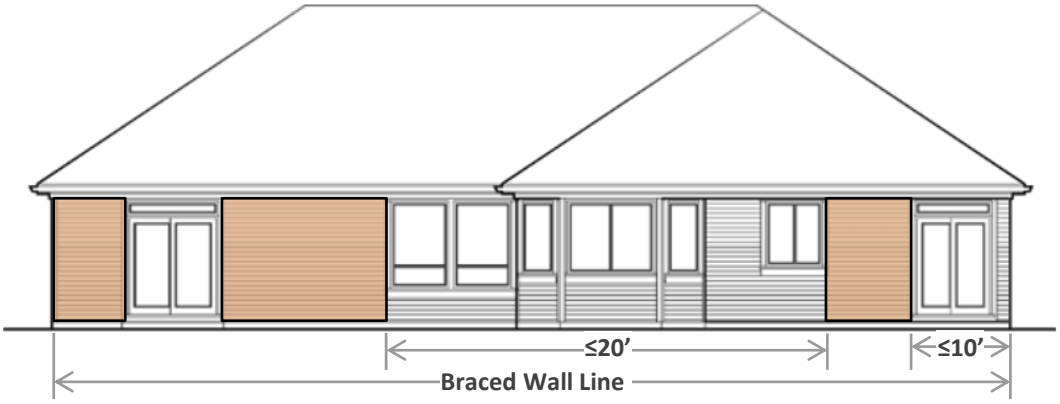

FIGURE 5: BRACED WALL PANELS ON BRACED WALL LINES
1. **Location:** Braced wall panels must begin at or within 10 feet of each end of a braced wall line. See FIGURE 5.
2. **Spacing:** The distance between adjacent braced wall panels cannot exceed 20 feet. See FIGURE 5.